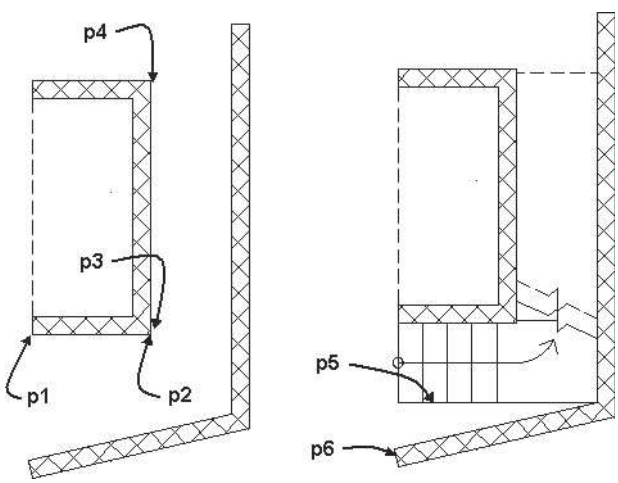

FIGURE 9.28 *Creating and modifying a multi-landing stair*
Flight start point or: *(Choose the wall at* p1 *as shown in Figure 9.28 using the Endpoint object snap.)*
Flight endpoint or: *(Choose the wall at* p2 *as shown in Figure 9.28 using the Endpoint object snap. Toggle OFF Object Snap in the Application status bar.)*
Flight start point or: *(Move the cursor up from* p2*, type* 1 [1] ENTER *in the dynamic input with the polar tracking vector angle of 90° to specify* p3 *as shown in Figure 9.28.)*
Flight endpoint or: *(Toggle ON Object Snap in the Application status bar and choose the wall at* p4 *as shown in Figure 9.28 using the Endpoint object snap.)*
5. Select the stair and choose Project from the **Customize Edge** flyout menu in the Modify panel of the Stair contextual tab. Refer to Figure 9.28 and respond to the workspace prompts as follows: